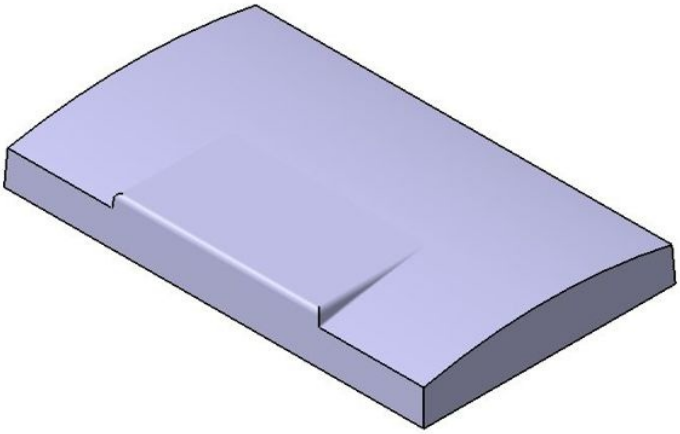

Figure 6-104 *The model after filleting the second set of edges*
6. Choose the **OK** button from the **Edge Fillet Definition** dialog box. The model, after filleting the second set of edges, is shown in Figure 6-104. In this figure, the model has been displayed using the **Shading with Edges without Smooth Edges** tool from the **View mode** toolbar for better visualization.